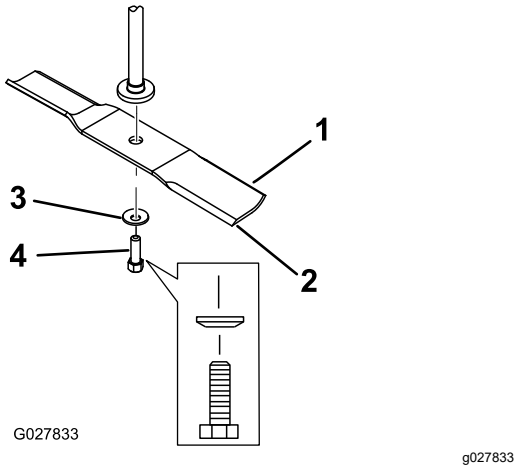

**Figure 61**
2. Remove the blade bolt, curved washer, and blade from the spindle shaft (Figure 61).
1. Install the blade onto the spindle shaft (Figure 61).
2. Install the curved washer (cupped side toward the blade) and the blade bolt (Figure 61).